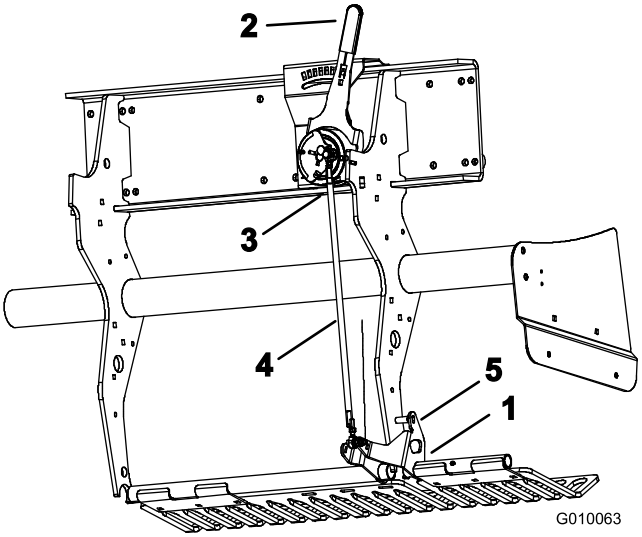

Figuur 59
1. Draai de linker bevestigingsbeugel van de beschermvingers (Figuur 59) omhoog totdat u een borgpen (5/16 boorstang of tapbout) kunt steken tussen de beugel en de buis voor de instelling van de werkdiepte die op het frame is gelast.
2. Zet de hendel van het grondvolgsysteem (Figuur 59) op H (diepste stand).
3. Maak de buitenboord-kogelschakelaar (Figuur 59) los van de kabelboom (schakelaar voor Hoog-Laag).
4. Draai de (linker en rechter) contramoeren op de trekstang voor de instelling van de werkdiepte los (Figuur 59).